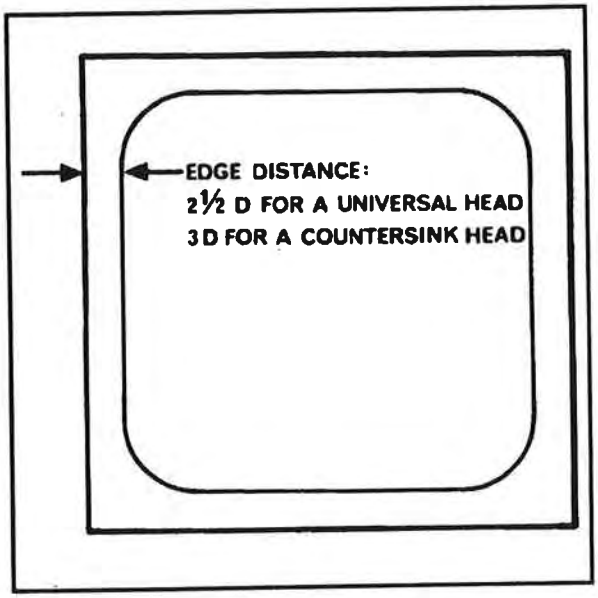

Figure 8-15. Edge distance
- Determine the rivet head style and diameter. Then determine the edge distance and erect lines showing the location of the first row of rivets (Figure 8-15).